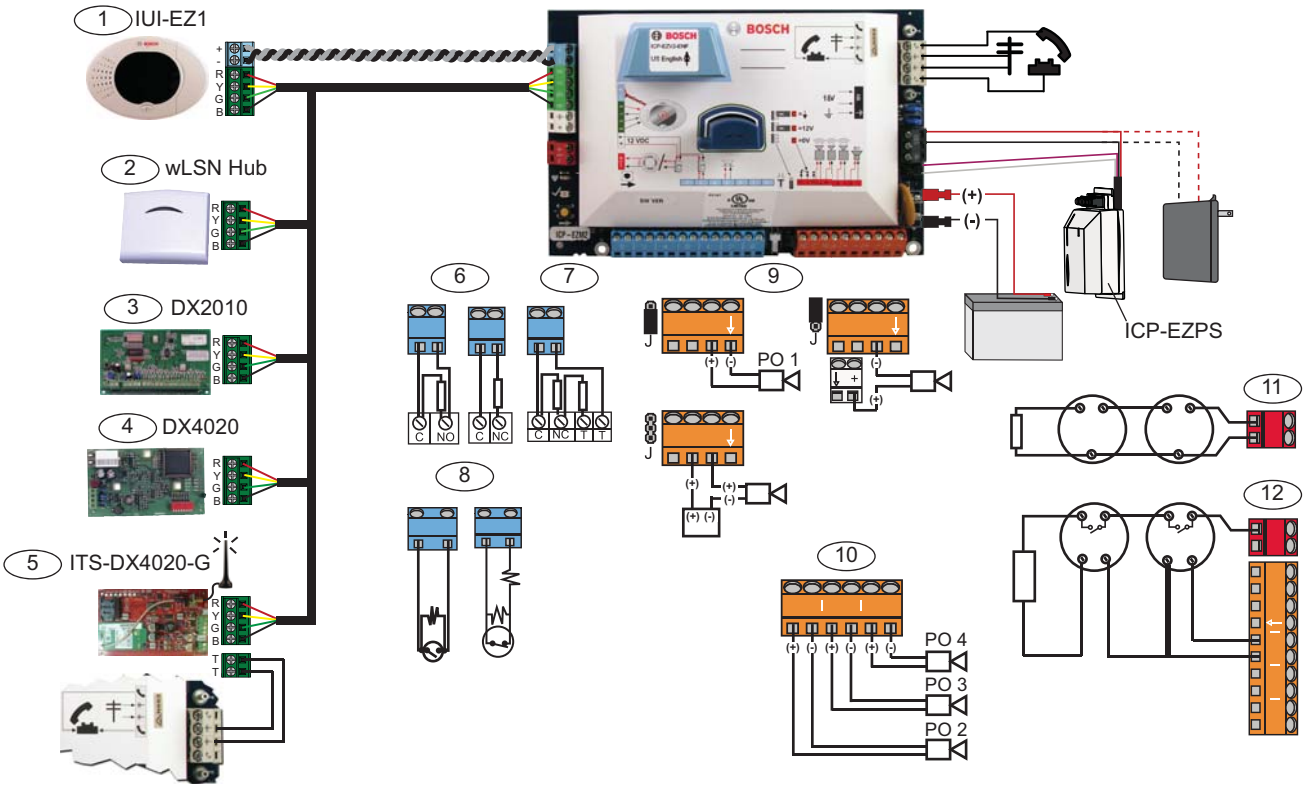
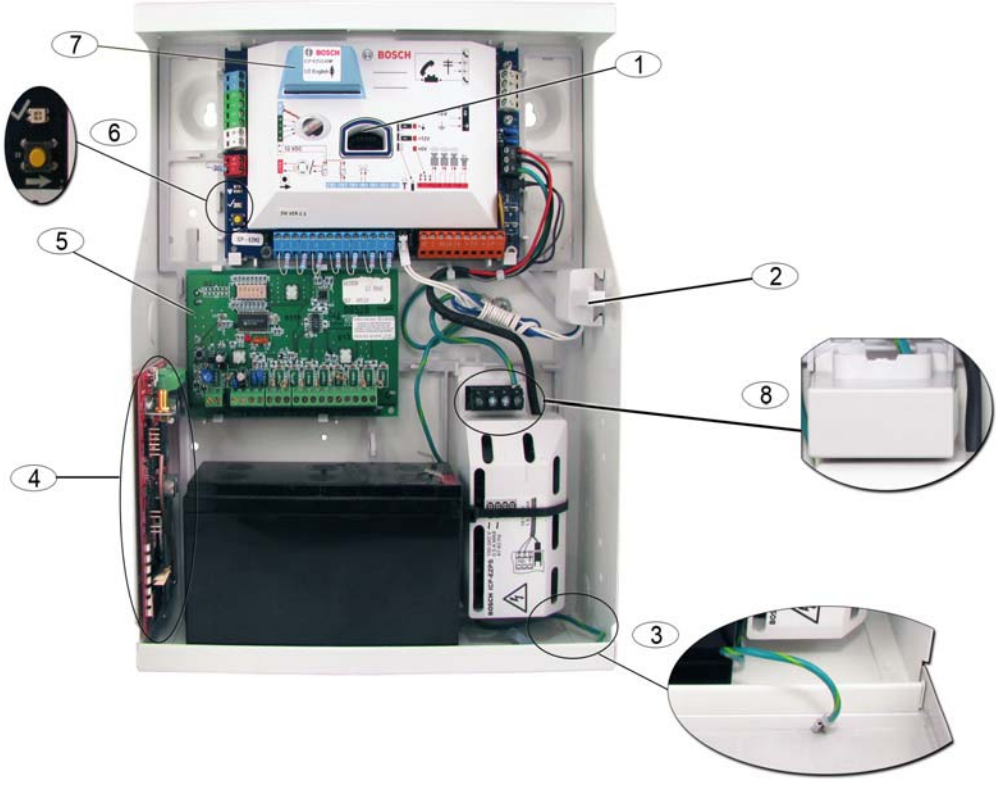
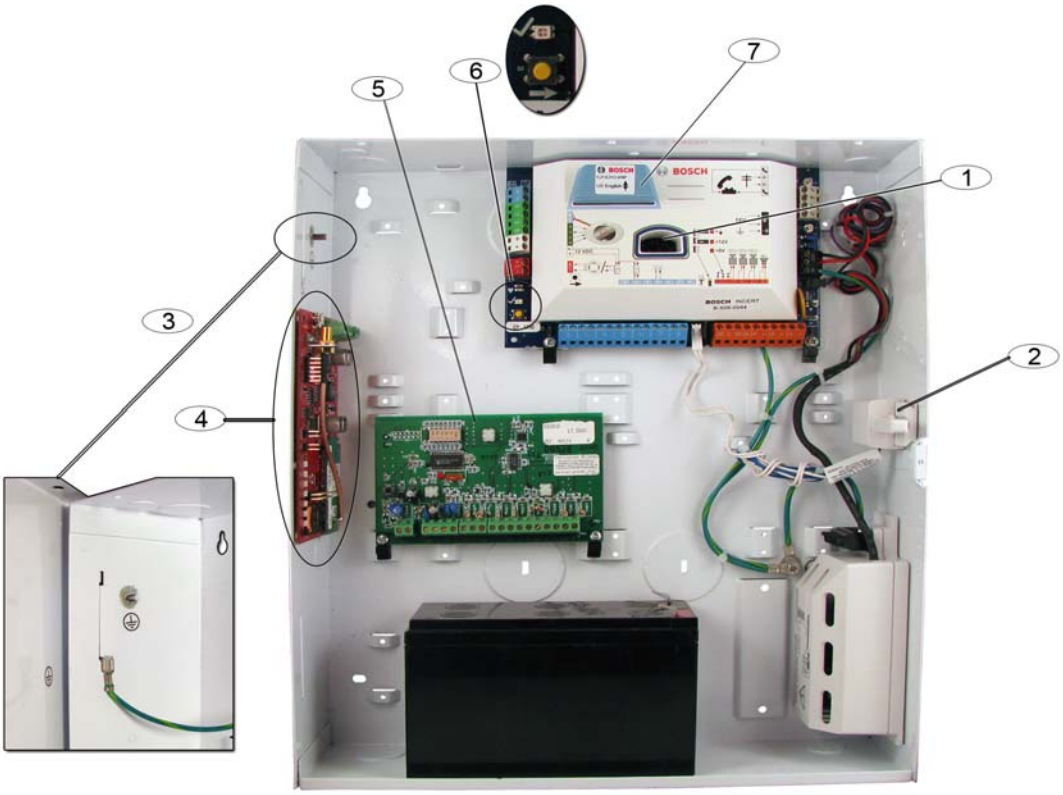

Figure 1.1 Vue d'ensemble du câblage des éléments du système
Figure 1.2 Vue d'ensemble pour la mise en place des éléments du système dans le coffret ICP-EZM2-R
Figure 1.3 Vue d'ensemble pour la mise en place des éléments du système dans le coffret ICP-EZM2-EU
Se reporter aux figures *Figure 1.1* à *Figure 1.3* pour une vue d'ensemble des éléments et du câblage du système.
Références de la *Figure 1.2, Page 8*
Références pour la *Figure 1.2 Page 8* et la *Figure 1.3, Page 9*
Se reporter à la *Figure 1.2*, *Page 8* ou à la *Figure 1.3*, *Page 9* dans cette section pour la disposition de chaque composant de la centrale.
Ceci constitue la configuration nécessaire au test RFSS sur site. Se reporter à la *Figure 1.1*, *Page 7*.
4. Raccorder le clavier de commande aux bornes du bus de données de la centrale. Se reporter à la *Figure 1.1*, *Page 7*.
Il est recommandé d'utiliser une paire torsadée pour les bornes du bus audio. Se reporter à la *Figure 1.1*, *Page 7*.